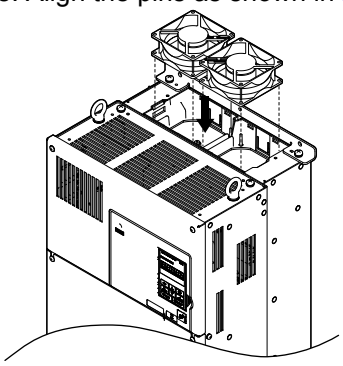

Figure 7.17 Install the Cooling Fan: 4A0088 and 4A0103
1. Install the replacement fan into the drive. Align the pins as shown in *Figure 7.17*.